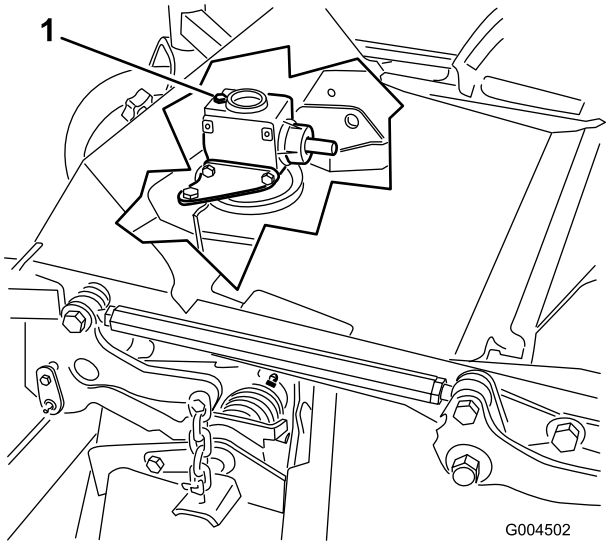

Figur 38
6. Fjern målepinden/påfyldningsproppen, der sidder oven på gearkassen (Figur 38), og kontroller, at oliestanden står mellem mærkerne på målepinden.
6. Fjern målepinden/påfyldningsproppen, der sidder oven på gearkassen (Figur 38).